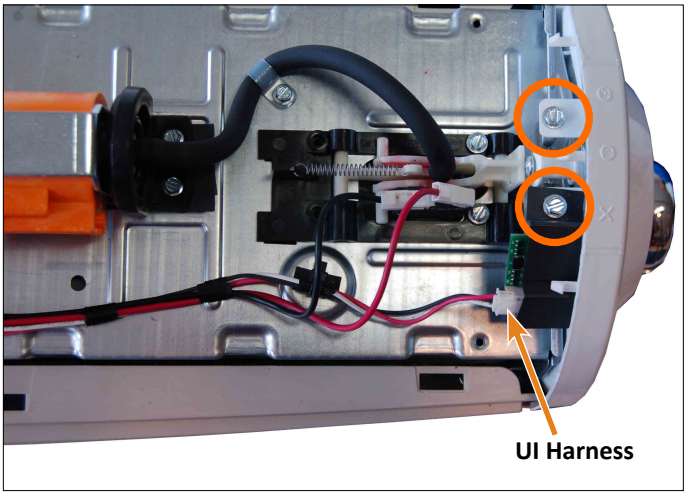

Figure 1 - User Interface
4. Disconnect harness from UI PCB. See Figure 1.
5. Using a 1/4” nut driver, remove the two (2) screws securing the User Interface to the control bracket as illustrated in Figure 1. Pull UI Assembly forward over the door switch and remove from unit.